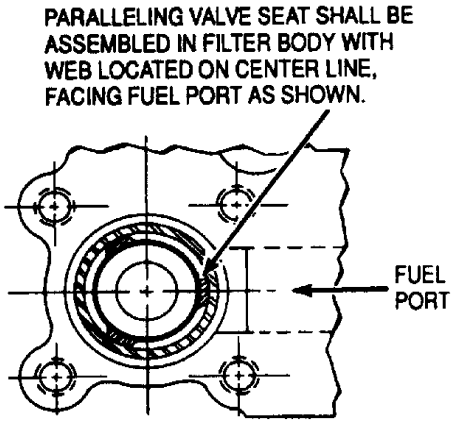

Figure 4. Paralleling Valve Seat Position in Filter Body
c. Install valve seat (8, figure 1) and retainer plate (2) to fuel filter body (4, figure 2) with the valve seat positioned as shown in figure 4.
(2) Remove retaining ring (15) using 6796974 pliers (figure 4).
(3) Remove support washer (14), element support plate (13), spring (12), and bar (7) from case (11). Remove and discard preformed packing from bar.